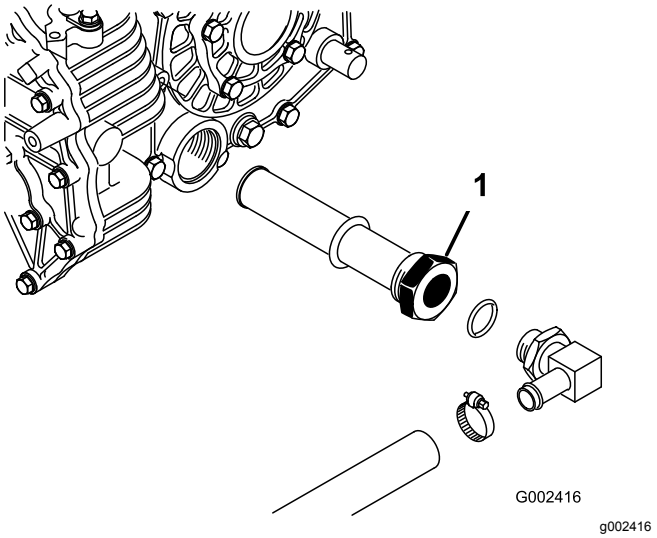

図 70
5. タンク側面のストレーナについている油圧ホースと90°フィッティングの向きを確認記憶する図 70。